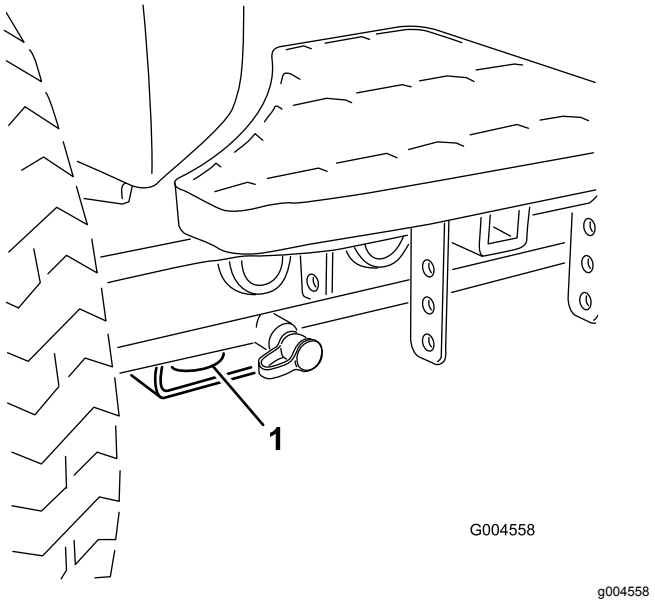

Figur 58
- Fram – hål i det fyrkantiga belägget under axelröret inuti båda framdäcken (Figur 58).